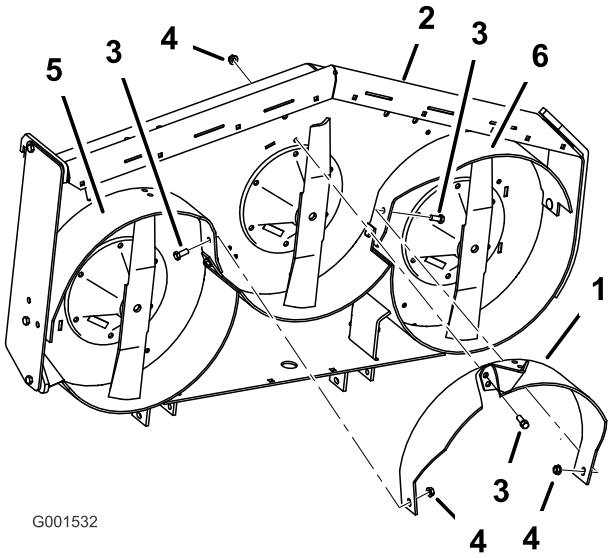

Figuur 7
8. Gebruik 1 bout (3/8 x 7/8 inch) en 1 flensmoer (3/8 inch) om het middelste schot los op het linkerschot te bevestigen (Figuur 7).
9. Gebruik 1 bout (3/8 x 7/8 inch) en 1 flensmoer (3/8 inch) om het middelste schot los op het rechterschot te bevestigen (Figuur 7).
10. Gebruik 1 bout (3/8 x 7/8 inch) en 1 flensmoer (3/8 inch) om het middelste schot los aan de bovenkant van het maaidek te bevestigen (Figuur 7).